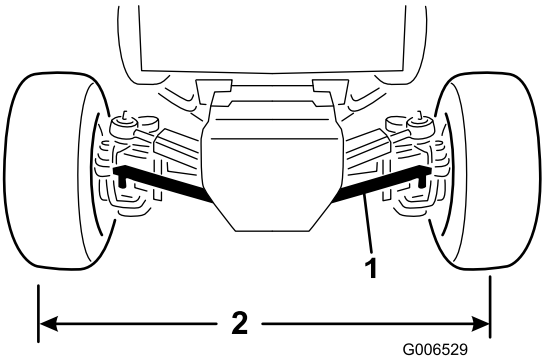

Figur 59
2. Fjern mutterne som fester ett av parallellstagets kuleledd til monteringsbraketten på akselen, og løsne kuleleddet fra akselen (Figur 59).
4. Roter kuleleddene på parallellstagene inn eller ut til avstanden fra midten til midten foran og bak på bakhjulene er den samme (Figur 59).